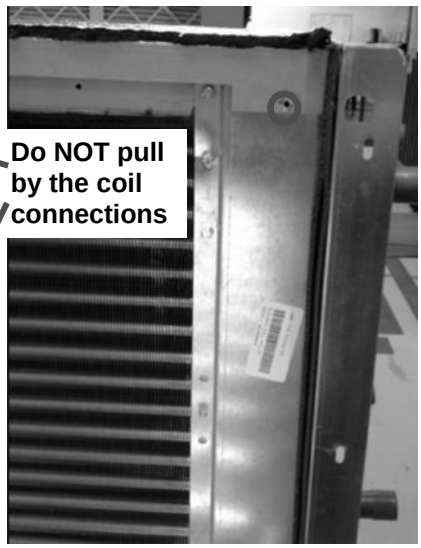

**Figure 31**
4. Replace coil(s) in coil module. (See figures 31 to 37 for instructions).